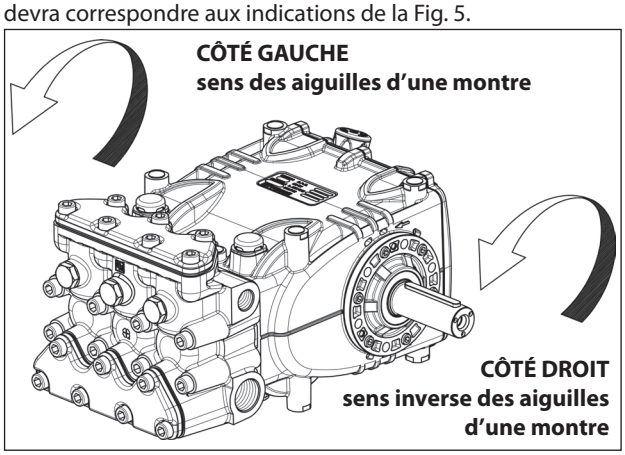

Fig. 5
En se plaçant face à la tête de la pompe, le sens de rotation devra correspondre aux indications de la Fig. 5.
N.B. La version représentée sur la Fig. 5 est celle de droite.